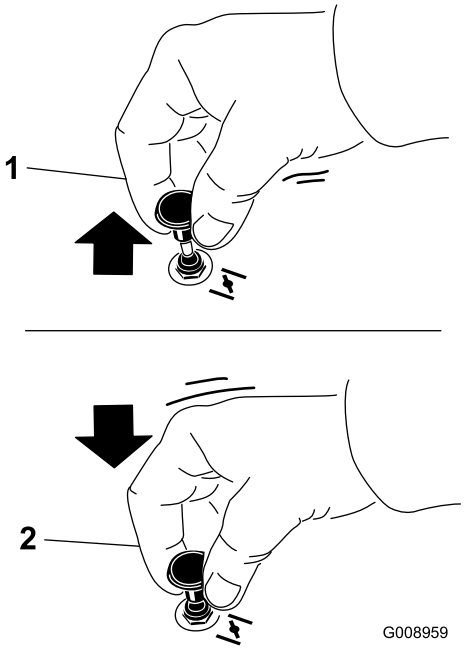

**Figuur 16**
2. Trek de knop van de choke omhoog om deze in te schakelen voordat u de contactschakelaar inschakelt (Figuur 16).
3. Druk de choke omlaag om deze weer uit te schakelen nadat de motor is gestart (Figuur 16).